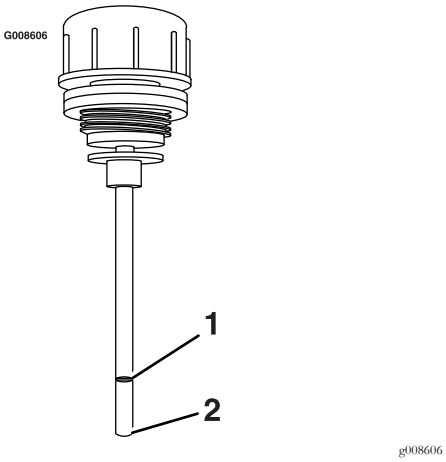

Figure 21
6. Remove the cap again and check the level of the oil on the dipstick. See Figure 21 for oil levels.